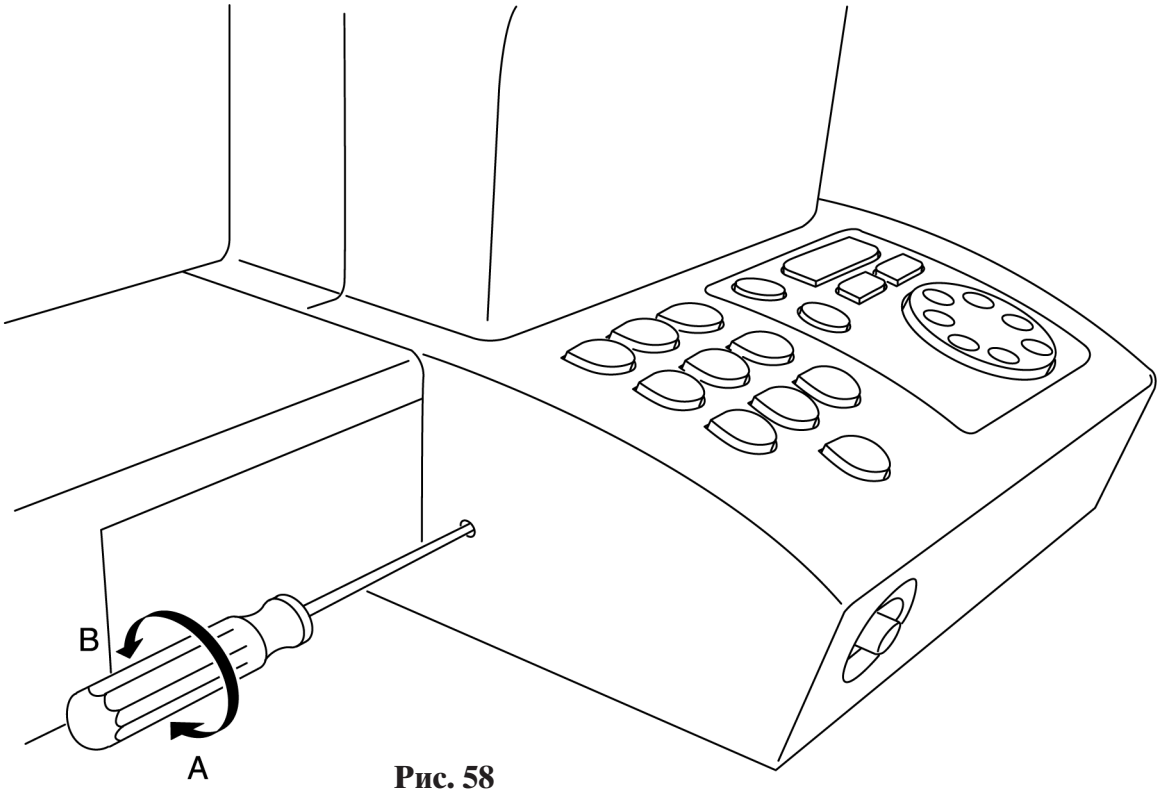

Рис. 58
- Если выполненный по установочной программе “95” образец будет соответствовать рис. 53, то следует повернуть отверткой установочный эксцентрик на 2-4 угловых градуса в направлении “A” (рис. 58).
- Если петля искажена, как показано на рис. 56, то следует повернуть отверткой установочный эксцентрик на 1-2 угловых градуса в направлении “A” (рис. 58).
- Если петля искажена, как показано на рис. 57, то следует повернуть отверткой установочный эксцентрик на 1-2 угловых градуса в направлении “B” (рис. 58).